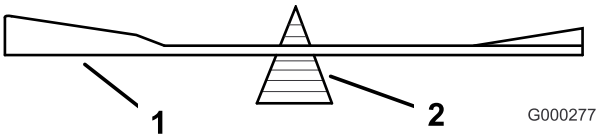
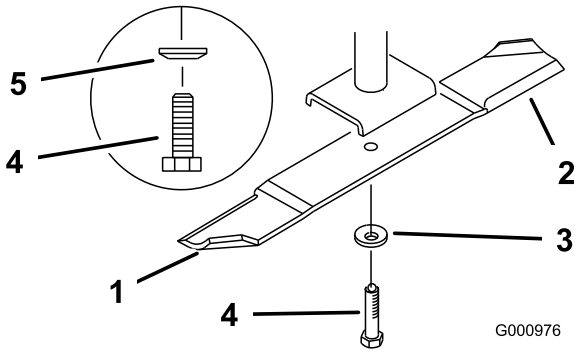

Figur 87
Figur 88
2. Fjern knivbolten, fjederskiven og kniven fra spindelakslen (Figur 88).
2. Kontroller skæreknivens balance ved at placere den på en afbalanceringsenhed (Figur 87). Hvis skærekniven forbliver i en vandret position, er skærekniven afbalanceret og kan benyttes. Hvis skærekniven ikke er afbalanceret, skal der slibes lidt mere metal af enden af sejlområdet (Figur 88). Gentag denne procedure, indtil skærekniven er afbalanceret.
1. Monter skærekniven på spindelakslen (Figur 88).
2. Monter fjederskiven og skæreknivsbolten. Fjederskivens konus skal installeres mod boltens hoved (Figur 88). Tilspænd knivbolten med et moment på 115–149 Nm.